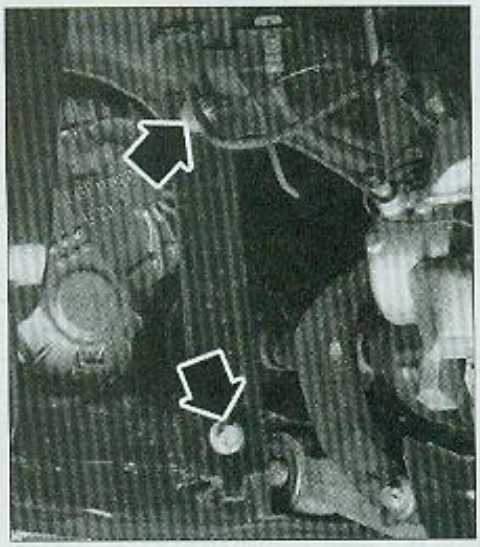

FIG. 9
- l'étrier droit de berceau sur caisse **(Fig.9)**.